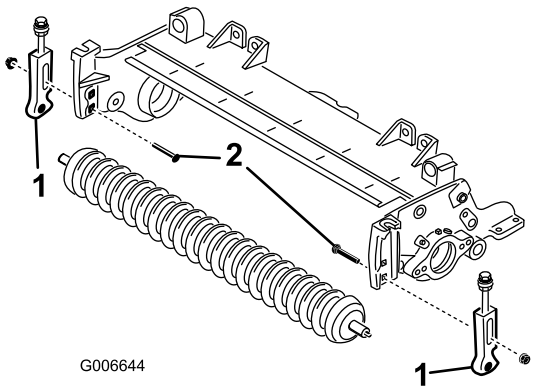

Figur 4
5. Fjern de låseboltene og mutterne som fester klippehøydebraketten til klippeenhets sideplater (Figur 4).
7. Fjern klippehøydebrakettene og fremre valse fra klippeenhets sideplater (Figur 4).